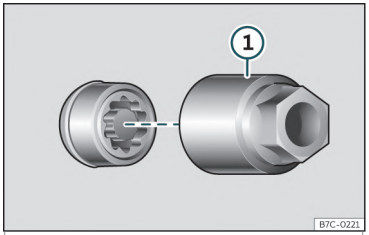

Fig. 33 Prezon antifurt roată cu căpăcel și adaptor.
• Introduceți adaptorul special»» **fig. 33** ① (trusa de scule»» **pagina 43**) în prezonul antifurt roată și apăsați-l complet.